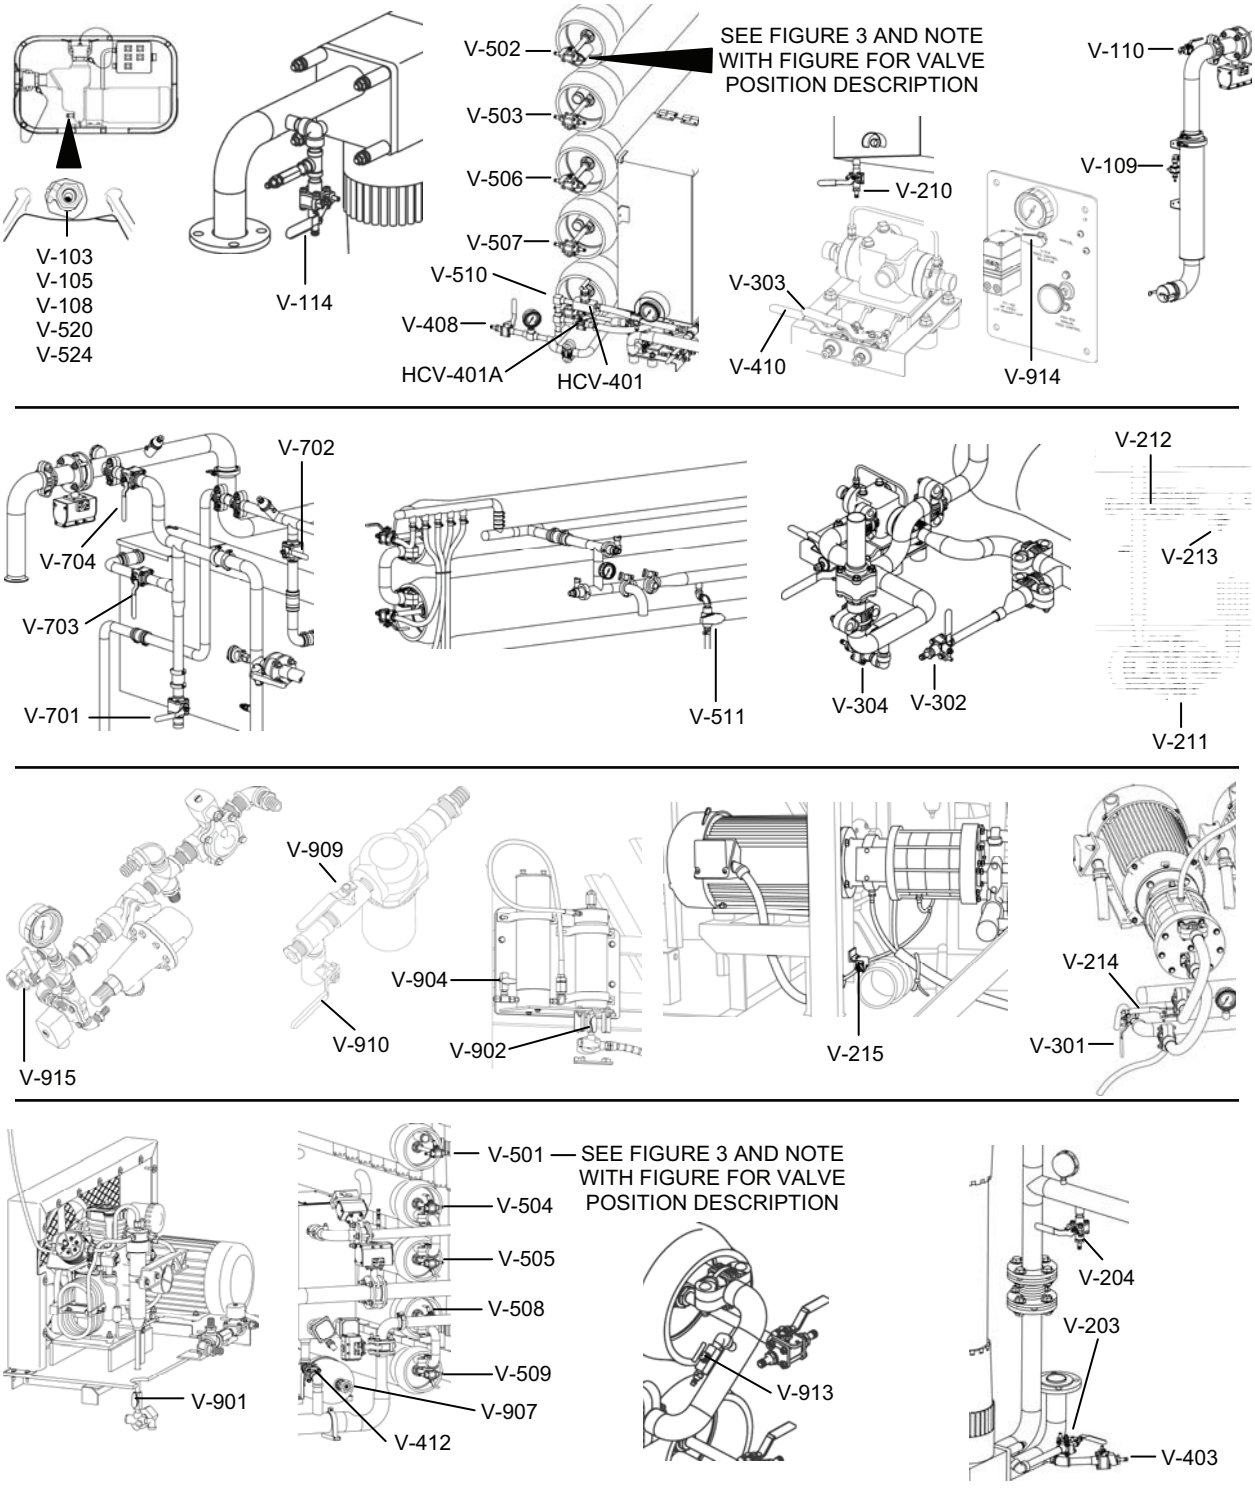

Figure 4. Location of Valves for Extended Shut-Down.
7. Using Table 2 and Figure 4, move the valves to the indicated ending position for Extended Shut-Down. The valves are listed starting from the Operator Control Station moving counter-clockwise around the TWPS skid. (The illustrations in Figure 4 are included to help you locate the valves. The valves are not necessarily shown in their ending position for Extended Shut-Down).